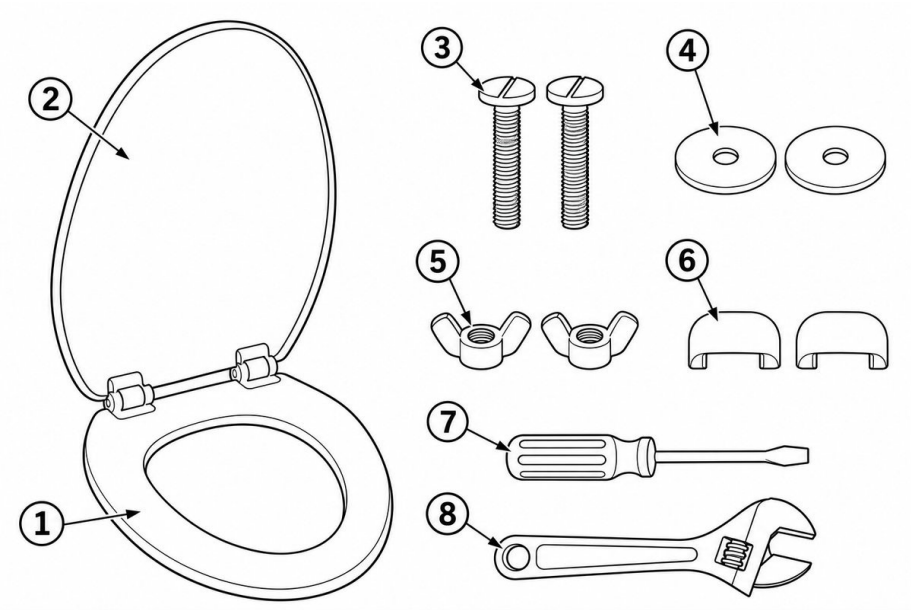

Figure 0 — Included parts (1–6) and tools needed (7–8, not included)
Check all parts against Figure 0 before discarding the packaging. Tools (callouts 7–8) are not included.
- **Flat screwdriver (Figure 0, callout 7) —** For prying open old hinge caps and holding slotted bolt heads if needed.
- **Adjustable wrench (Figure 0, callout 8) —** For removing old seat nuts only. Do not use a wrench on the new wing nuts.